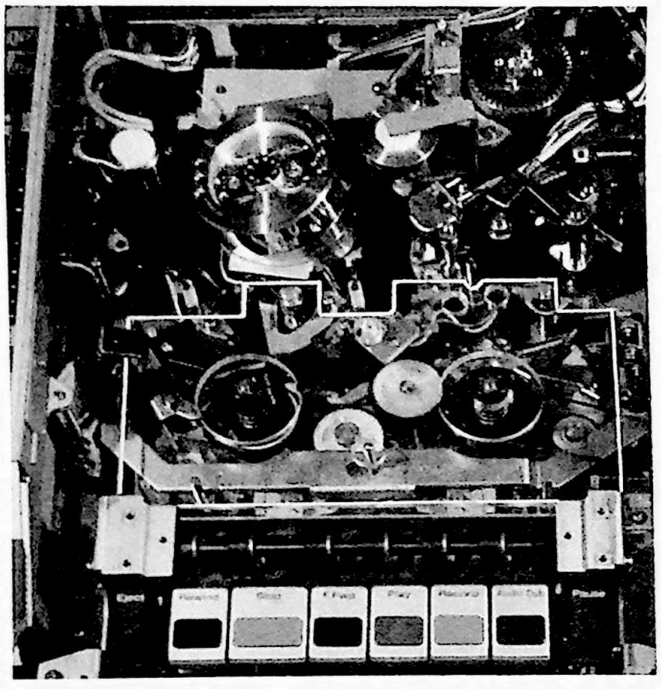

Figure 24. Use of Capstan Plate
Install Capstan Reference Plate (Stock No. 144393) in its proper position. Loosen three (3) screws in the capstan holder. Move capstan holder so that the capstan fits snugly in the notch of the Capstan Reference Plate. Tighten the three (3) screws (Figure 24).